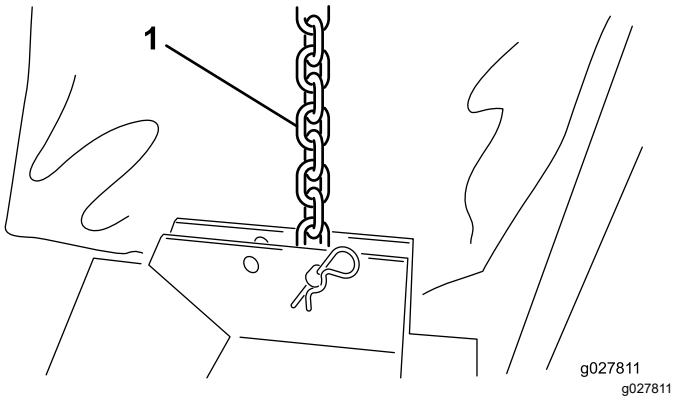

Figuur 3
3. Sluit elke hefketting aan op de bijbehorende maaidekbeugel met een gaffelpen en een R-pen (Figuur 3).